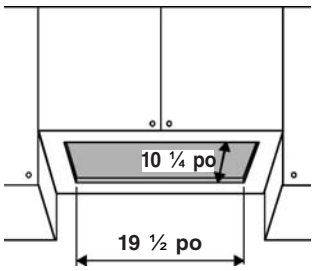

FIG. 2
1. Découper un trou au fond de l'armoire en utilisant les dimensions indiquées à la Fig. 2.